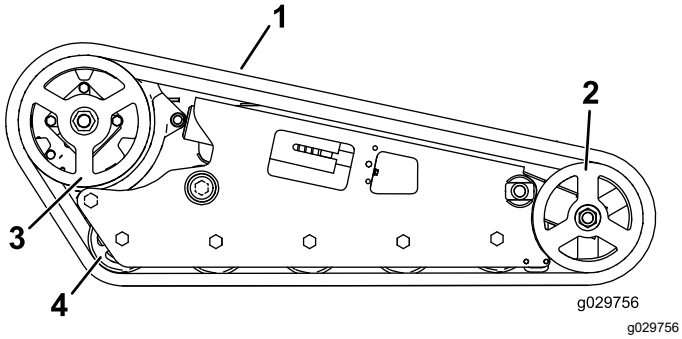

**Rysunek 55**
***Ważne:*** **Pamiętaj o dokładnym oczyszczeniu kół jezdnych, koła przedniego oraz koła napędowego (Rysunek 55). Po oczyszczeniu koła jezdne powinny swobodnie się obracać.**